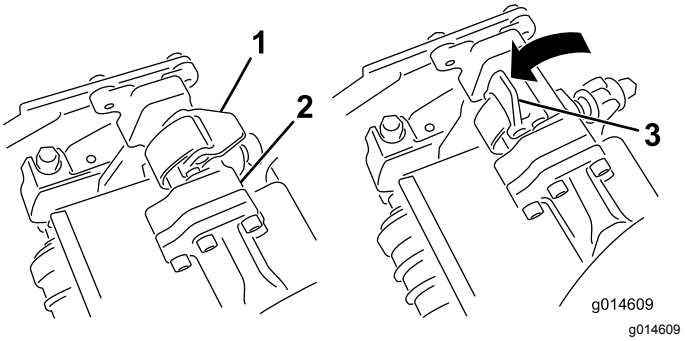
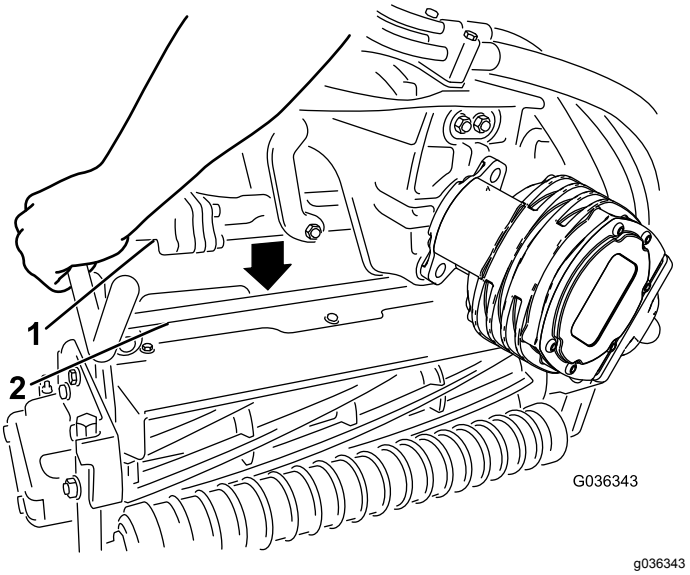

Figuur 50
Figuur 51
4. Zorg ervoor dat de vergrendelingen op de ophangarm omhoog wijzen (dus open staan) (Figuur 50), druk de ophangarm omlaag zodat de stang ervan over de stang aan de bovenkant van het maaidek valt (Figuur 51).
5. Sluit de vergrendelingen rond de stang van het maaidek en vergrendel ze (Figuur 50).
5. Open de vergrendelingen op de stang van de ophangarm van het maaidek dat u wilt verwijderen (Figuur 50).